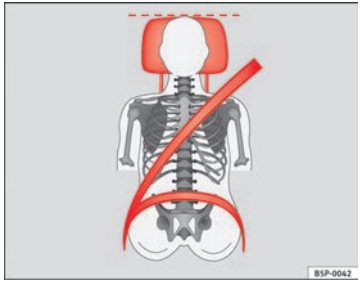

Abb. 12 Richtiger Gurtbandverlauf und richtige Kopfstützeneinstellung von vorne betrachtet
- **Das Schultergurtteil des Sicherheitsgurtes muss über die Schultermitte und niemals über den Hals verlaufen. Der Sicherheitsgurt muss flach und fest am Oberkörper anliegen ⇒ Abb. 12.**